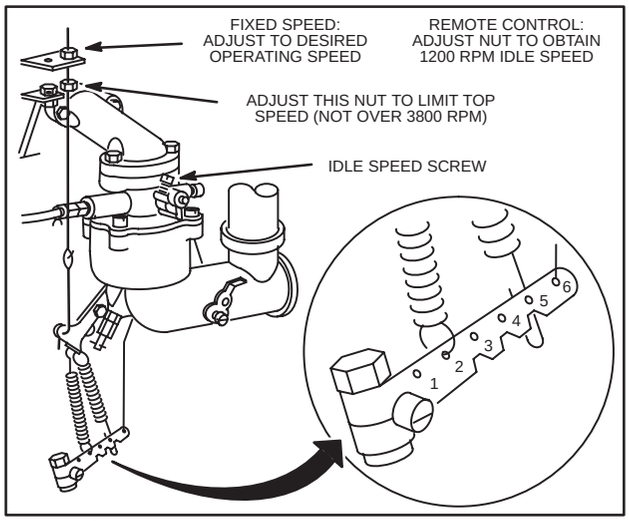

Fig. 329 – ADJUSTING TOP LOAD RPM
3. After speed is set, tighten lower stop nut (except for remote control. Refer to Fig. 329.
Loosen lower stop nut. Adjust top stop nut to obtain top-no-load RPM as listed in Engine Sales Manual, MS-4052 or MS-6225, Service Engine Sales Manual microfiche under note column, or MAXIMUM RPM TABLE at end of each manual for the engine model. After speed is set, tighten lower stop nut, Fig. 329.
Adjust lower stop nut to obtain top-no-load RPM as listed in Service Engine Sales Manual, MS-4052 or MS-6225, Service Engine Sales Manual microfiche under NOTE column, or MAXIMUM RPM TABLE at end of each manual for the engine model, Fig. 329.